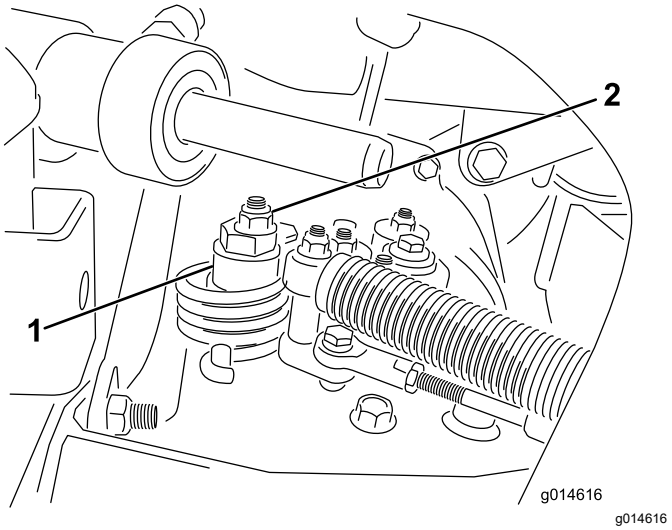

Figuur 42
A. Draai de moer los waarmee de excentriek is bevestigd aan de bovenkant van de hydrostaat (Figuur 42).
C. Draai aan de excentriek totdat de machine niet meer naar voren of naar achteren kruipt. Als het wielen niet meer draaien, zet u de moer vast waarmee de excentriek en de afstelling worden geborgd (Figuur 42). Controleer de instelling met de gashendel op LANGZAAM en op SNEL.